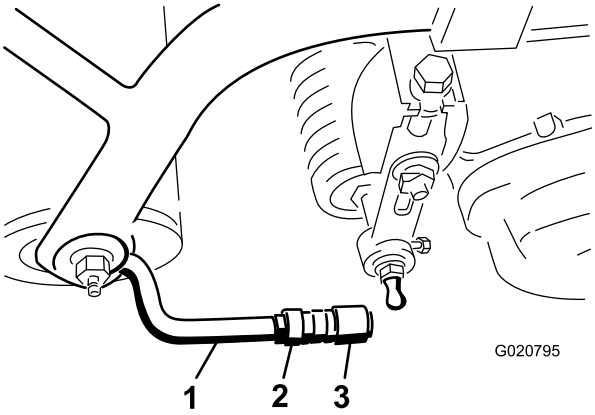

Figur 9
5. Passa in kulledernas hylsbeslag så att beslagens öppna sida är centrerad mot kultappen. Dra åt kontramuttrarna så att hylsbeslagen hålls på plats (Figur 9).